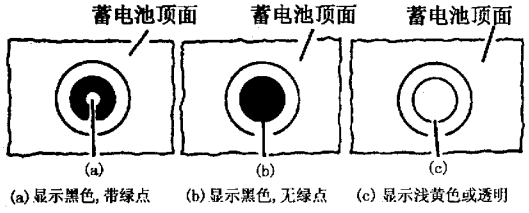

图3－25　蓄电池液体密度计的3种显示情况
(1) 显示绿点（见图3－25（a））：在液体密度计内有任何绿色出现即被视为“绿点”。这表明蓄电池也以随时进行试验。
(2) 显示黑色，无绿点（见图3－25（b））：如果显示黑色且无绿点，起动又有问题，应作进一步检查（见3.4.2节“故障诊断”）。同时，还应对充电系和电气系统进行检查。
(3) 显示浅黄或透明（图3－25（c））：这说明液位已降至密度计底部以下。这是由过充电、蓄电池壳破裂或蓄电池过度倾斜所引起。因此发现此种显示时，应检查充电系和电气系统，看充电电压是否过高。如果出现这种显示和发动机起动故障，应更换蓄电池